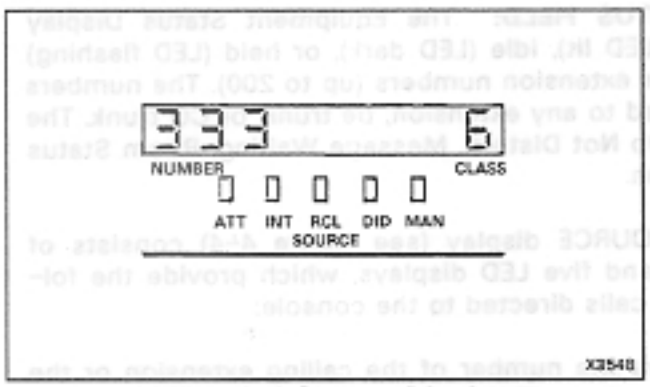

Figure 4-4 Source Display
4.33 **SOURCE:** The SOURCE display (see Figure 4-4) consists of eight 7-segment and five LED displays, which provide the following information on all calls directed to the console: